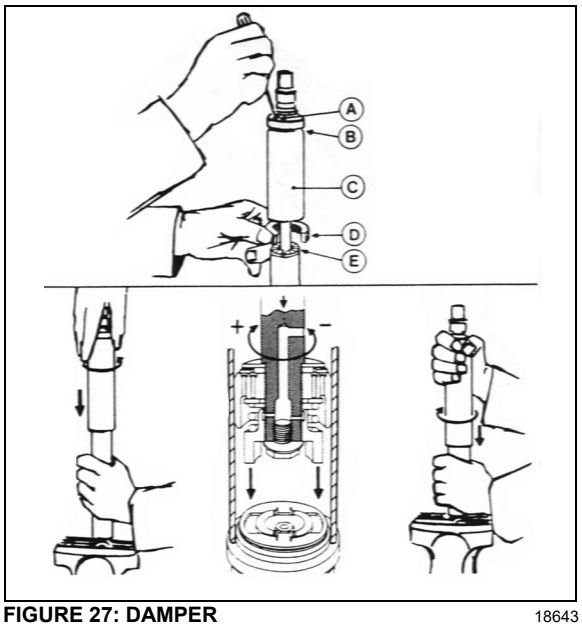

FIGURE 27: DAMPER 18643
To adjust opening and closing cycle speed on damper (Figure 27):
2. Fully close the damper while turning the dust cap or piston rod slowly CCW until it is felt that the cams of the adjusting nut engage in the recesses of the foot valve assembly (Figure 27).
In Figure 27*, if there is an indentation (B) in the dust cap (C) and the cover shows two holes (A), the damper is fitted with a bump rubber (D). If so, fully extend the damper and insert a round bar or screwdriver through the holes. Push the bump rubber down and remove. Remove the split plastic collar (E) (if fitted) from the piston rod.*
*Where a bump rubber was installed, refit same inside the dust cap and by fully closing the damper, the rubber will seat again at top of the dust cap. Refit the split plastic collar E (*Figure 27*).*